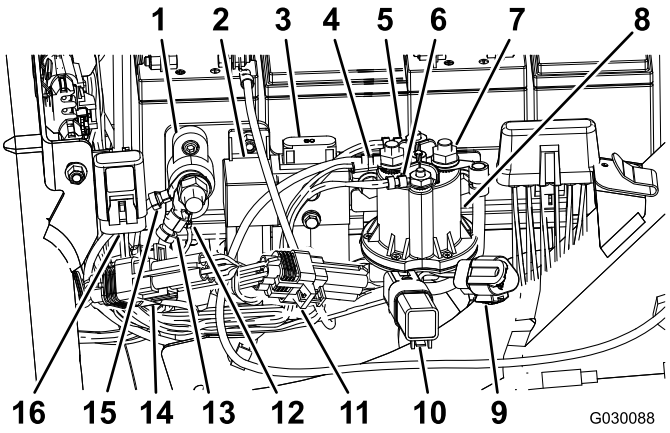

Рисунок 8
11. Снимите и удалите в отходы крышки с предохранителя на 10 А 58 В (красный провод и желтый провод); см. Рисунок 8.